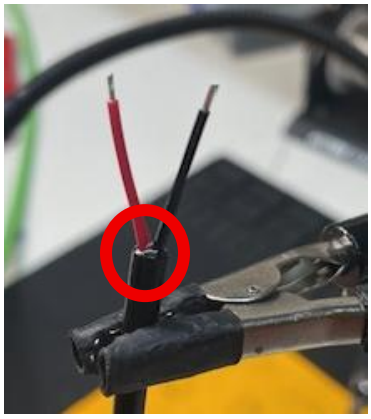

Figure 20
15. Apply the silicon conformal coating at the base of the exposed wires (red circle in Figure 20)
> Some of the 2-pin connectors have been previously used, therefore you may have to strip off some of the outer-most black sheath to more represent the photo in Fig 20.